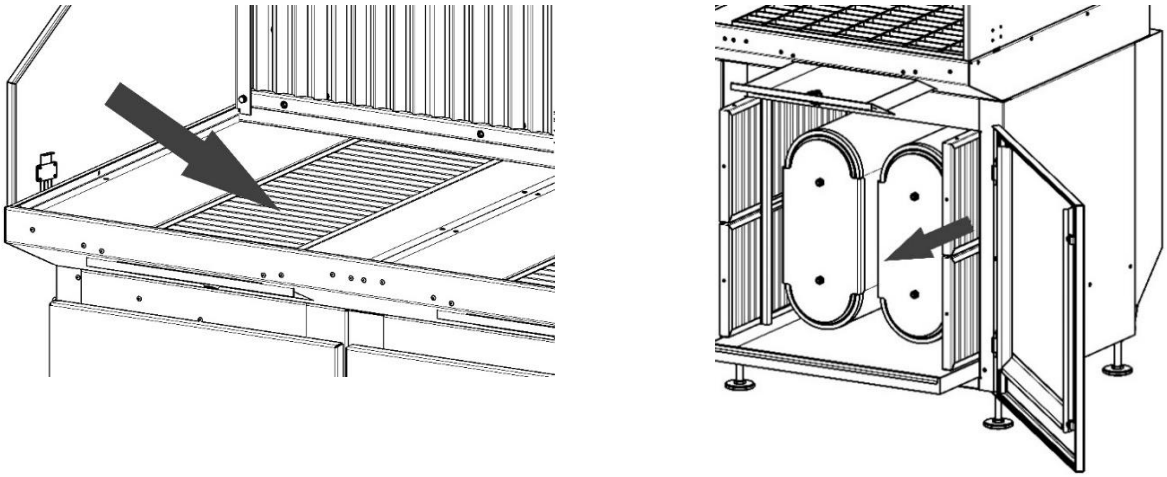

Рисунок 14
1) демонтировать колосниковые решётки и отражатели со столешницы и открыть дверь фильтровальной камеры (рисунок 14);